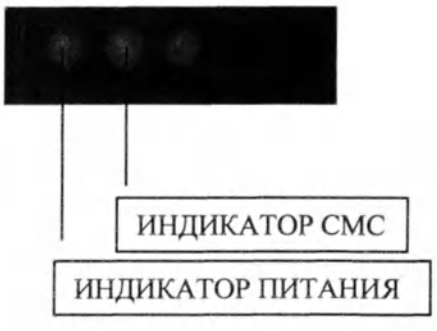

Рис. 10
- Убедитесь, что светодиодный индикатор питания включен (см. рис. 10). Светодиодный индикатор включается, когда на аварийный модуль AlerText GSM подается питание. Во время отправки СМС светодиодный индикатор начинает мигать;